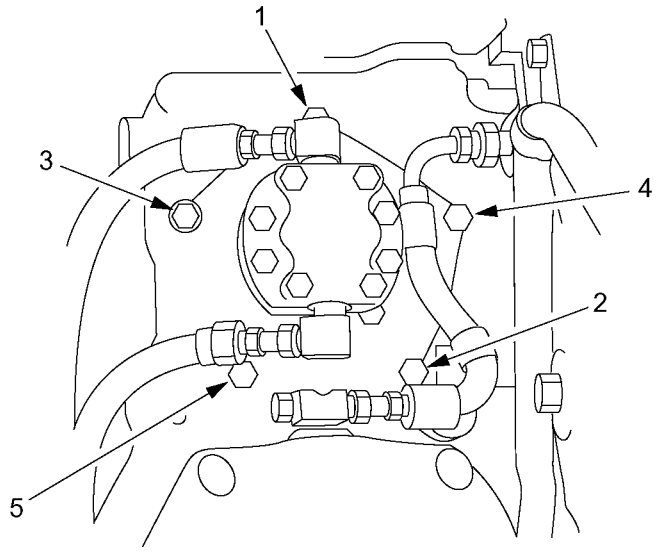

Figure 2-55 Fuel Pump Drive Retaining Bolt Torque Sequence
2. Install the fuel pump drive bolts and torque to 30-34 N·m (22-25 lb·ft) using the torque pattern. See Figure 2-55.